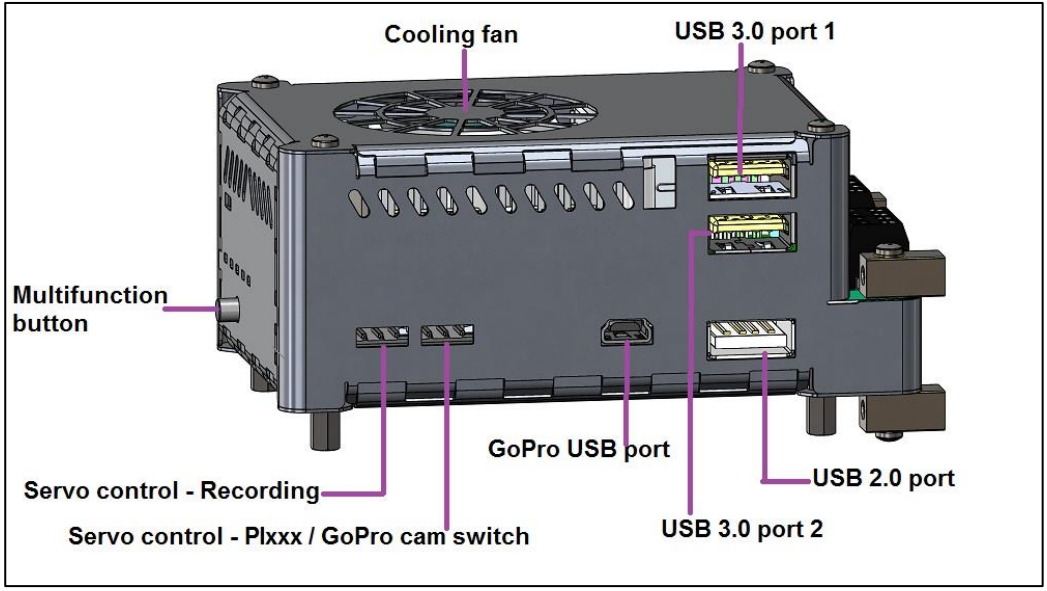
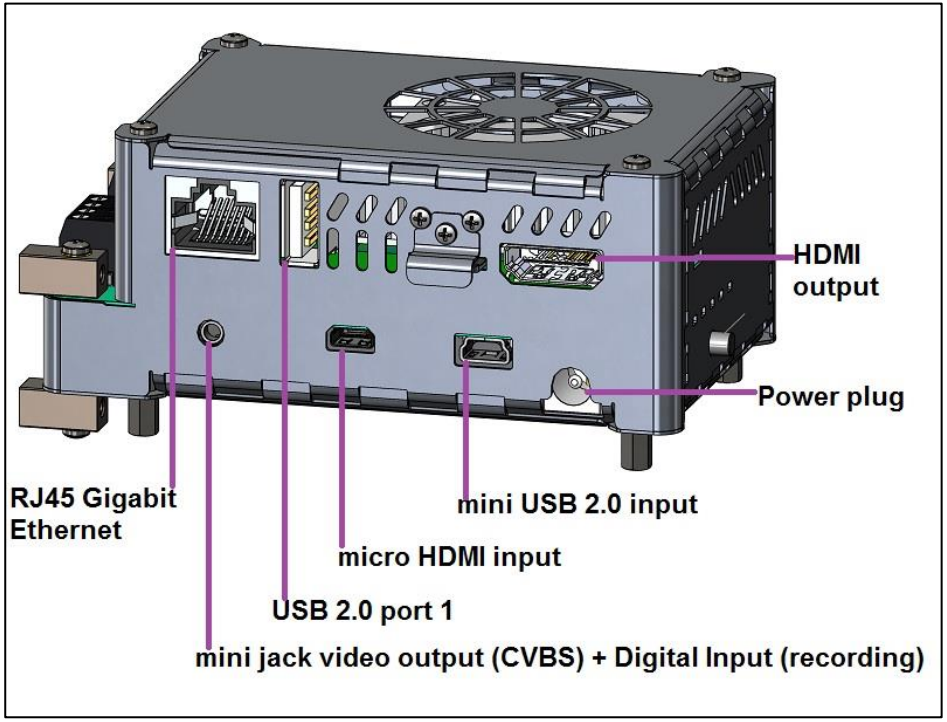

Figure 7: Controls and connections Recording box (1)
Figure 8: Controls and connections Recording box (2)
> If the USB 2.0 port (see **Figure 7**) is used, the supplied USB 2.0 cable bridge must be connected to the opposite side of the Recording Box (see **Figure 8**)!
The HDMI video output is forwarded to the micro HDMI by using the HDMI cable bridge (see **Figure 8**).
connect the USB 2.0 port (1) to the mini USB 2.0 port input with the provided cable bridge (see **Figure 8**).
Connect the PI to an USB 3.0 port (blue), the GoPro Hero 3+ to the GoPro USB port (see **Figure 7**) and the U-Blox USB GPS to an USB 2.0 port (optionally).
Connect the PIxxx to an USB 3.0 port (blue), the GoPro Hero 3+ to the GoPro USB port (see **Figure 7**), and the U-Blox USB GPS to an USB 2.0 port (optionally).
Connect the USB 2.0 port (1) to the mini USB 2.0 port input with the provided cable bridge (see **Figure 8**).